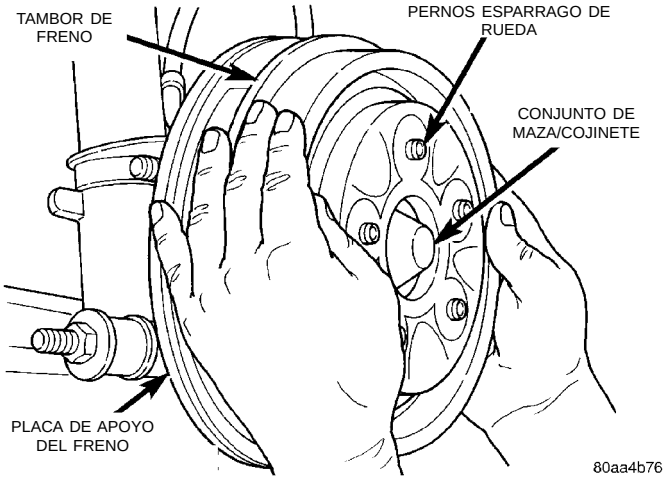
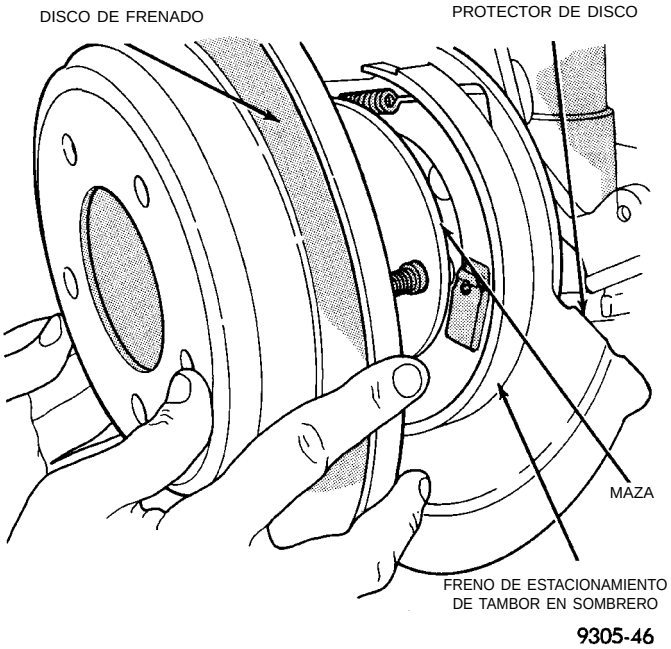

Fig. 141 Desmontaje del tambor de freno
Fig. 142 Rotor de freno trasero
(13) Retire el conjunto de rueda y neumático trasero.
(14) En los vehículos que tienen instalados frenos traseros de tambor, retire el tambor de freno (Fig. 141) del conjunto de maza/cojinete trasero. En los vehículos que tienen instalados frenos traseros de disco, retire el calibrador del freno de disco del adaptador de dicho freno. Luego retire el rotor (Fig. 142) del conjunto de maza/cojinete.